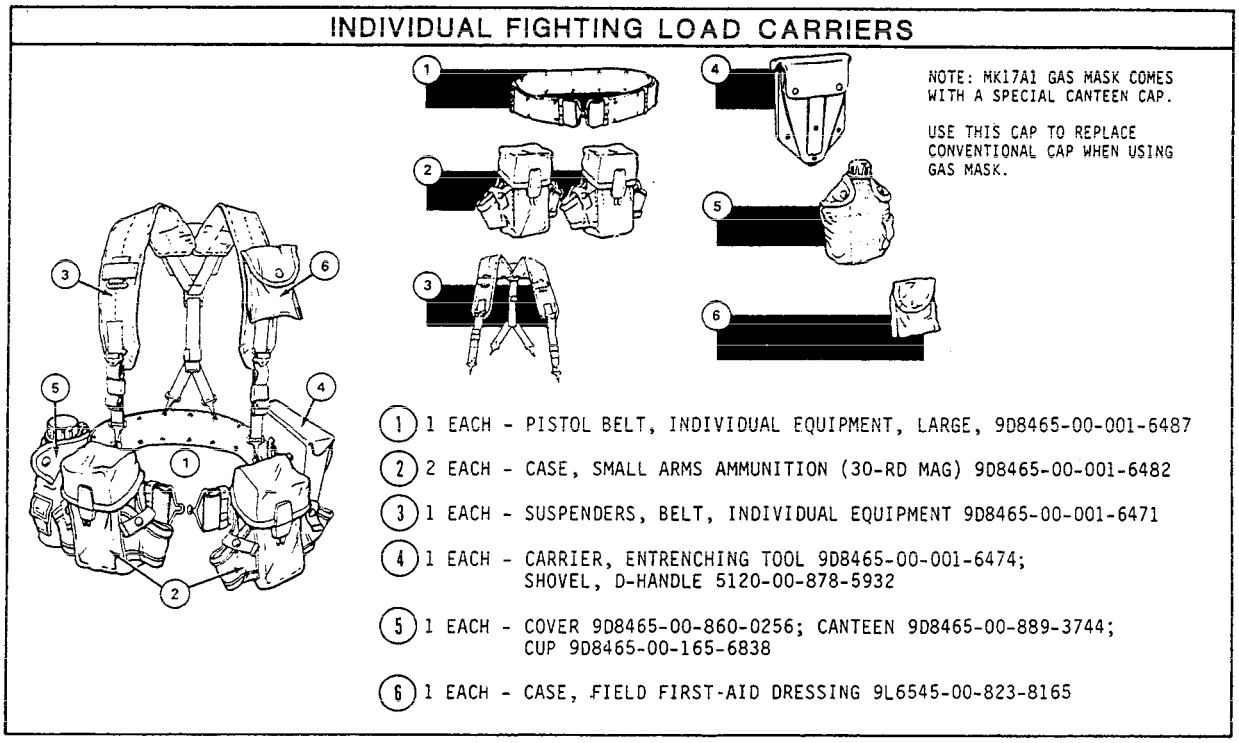
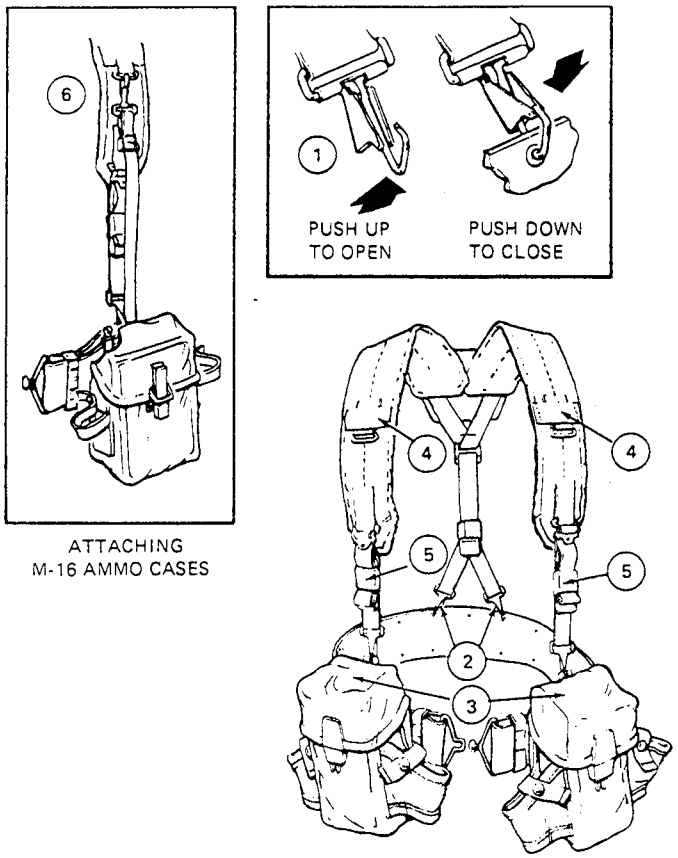

Figure 2-2.—Load-carrying equipment.
Figure 2-5.—Attaching the suspenders to the ammo pouches and pistol belt.
Fighting load equipment consists of the items shown in figure 2-2 and described below. Each item has
1. Pistol belt (item 1 of fig. 2-2). The olive drab webbed pistol belt, M-1956, has a special ball type of fastener that makes the belt easier to put on and take off. The belt uses eyelets for attachment purposes and has sliding keepers to prevent the belt hooks from becoming unfastened after adjustment to the waist of the wearer. The pistol belt helps to carry the entrenching tool and carrier, the ammunition pouches, the canteen and cover, and the first-aid or compass case. It is issued in two sizes: medium and large. Medium is the size for waist measurements under 30 inches; large is the size for waist measurements of 30 inches or more. The proper-size belt can be adjusted to fit over all layers of outer clothing, including the armored vest.
2. Ammunition pouches (item 2 of fig. 2-2). Each small-arms ammunition pouch is 4 1/4 inches wide, 6 1/4 inches high, and 2 1/2 inches deep. Plastic stiffeners are provided in the back of each pouch, so the clips of ammunition can be easily inserted and removed. There are two attaching clips and supporting straps on the back of the pouch, so they can be fastened to the pistol belt and to the suspenders. (See fig. 2-5.) Both sides of each ammunition pouch have attachments for carrying hand grenades. The pouches are designed to carry any of the basic loads of ammunition; however, with special weapons it may be necessary to carry more ammunition than the pouches can hold. When extra ammunition is needed, bandoleers of ammo may be carried in a cross-chest manner. To place bandoleers in pouches, make a neat bundle by folding the bandoleers accordion fashion and placing them in the pouches with the bandoleer strap on the top. This method permits the bandoleer to be inserted and removed easily.
3. Suspenders (item 3 of fig. 2-2). The olive drab webbed suspenders, with the pistol belt, make up the basic individual fighting load equipment, as the remaining components are suspended from them. The suspenders can be adjusted by means of the clamp type of buckle. Suspenders are issued in three sizes: regular, long, and extra long. If you are under 68 inches tall without shoes, wear the regular size. If over 68 inches, wear the large size. If you are tall or broad chested or intend wearing them over outer garments or the armored vest or both, wear the extra large size. When you have the time, you should try them on first.
4. Entrenching tool carrier (item 4 of fig. 2-2). The entrenching tool carrier is olive drab in color and is attached to the pistol belt by means of two clips located on the back.
5. Canteen cover (item 5 of fig. 2-2). The olive drab canteen cover has either a pile or felt lining and is attached to the pistol belt by means of two clips located on the back of the cover. The canteen cover accommodates the canteen and canteen cup. During warm weather, the lining should be kept wet to help keep the water cool. The cover should be kept dry during cold weather, as the lining helps to protect the water inside from freezing.
6. First-aid case (item 6 of fig. 2-2). The olive drab first-aid case is attached to the pistol belt by means of a clip located on the back The case is closed by means of a flap that is secured by a glove type of fastener. The first-aid case is used either to carry a field dressing or an unmounted magnetic compass.
The following six steps used in attaching suspenders to the ammunition pouch and belt correspond to the six actions shown in figure 2-5: